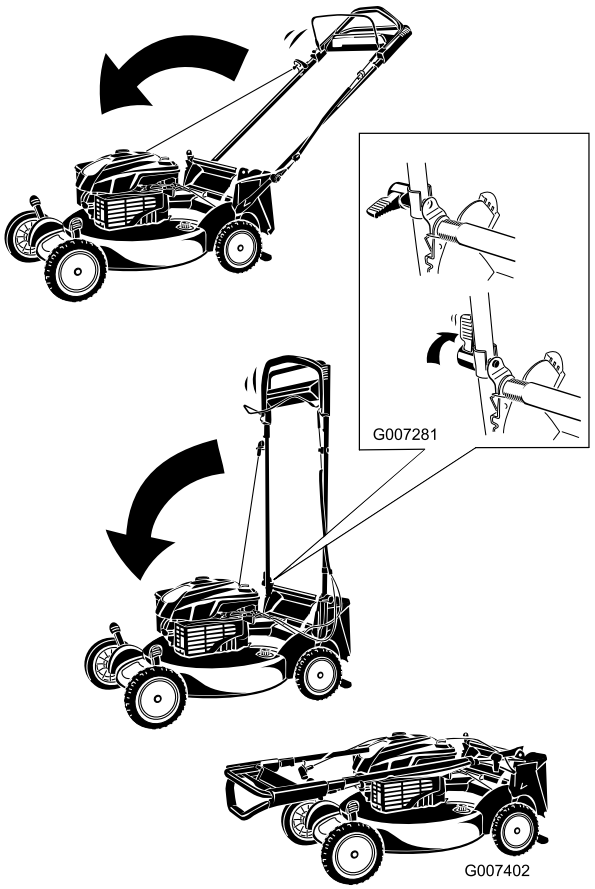

Figuur 40
1. Draai de handgreep naar voren (Figuur 40).